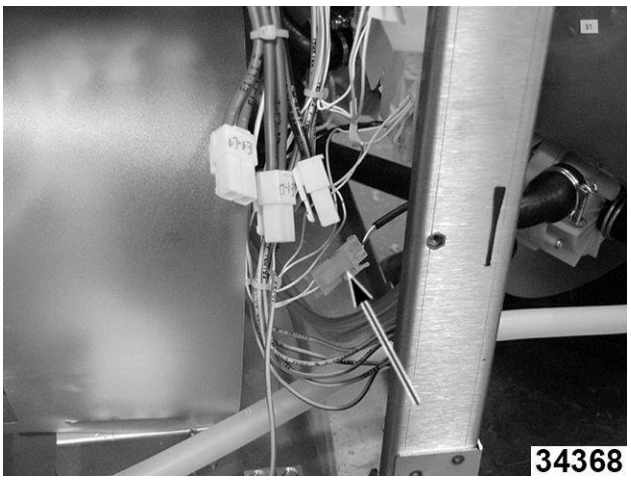

Fig. 99
7. Localice y desconecte la conexión del termistor. Fig. 99